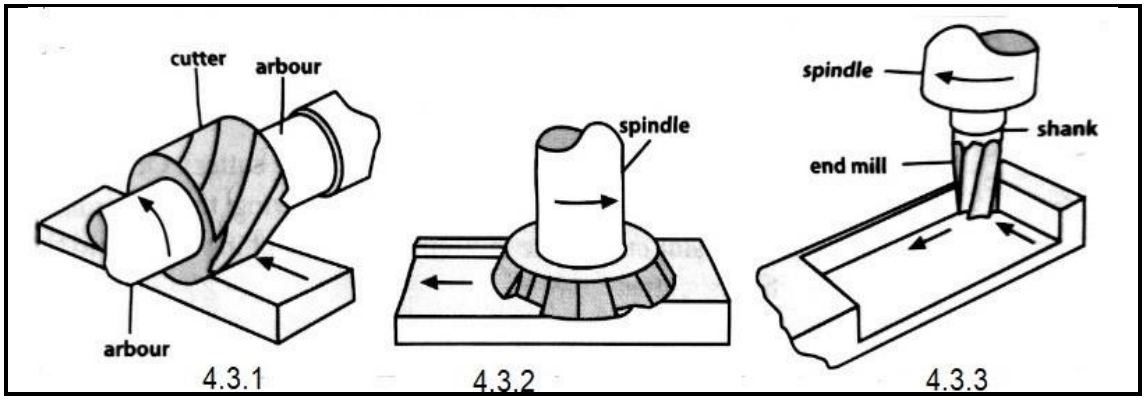

FIGUUR 1
4.3 Identifiseer die snywerkinge wat in die FIGUUR 1 hier onder aangedui is en skryf die antwoord langs die vraagnommer (4.3.1–4.3.3) in die ANTWOORDBOEK.